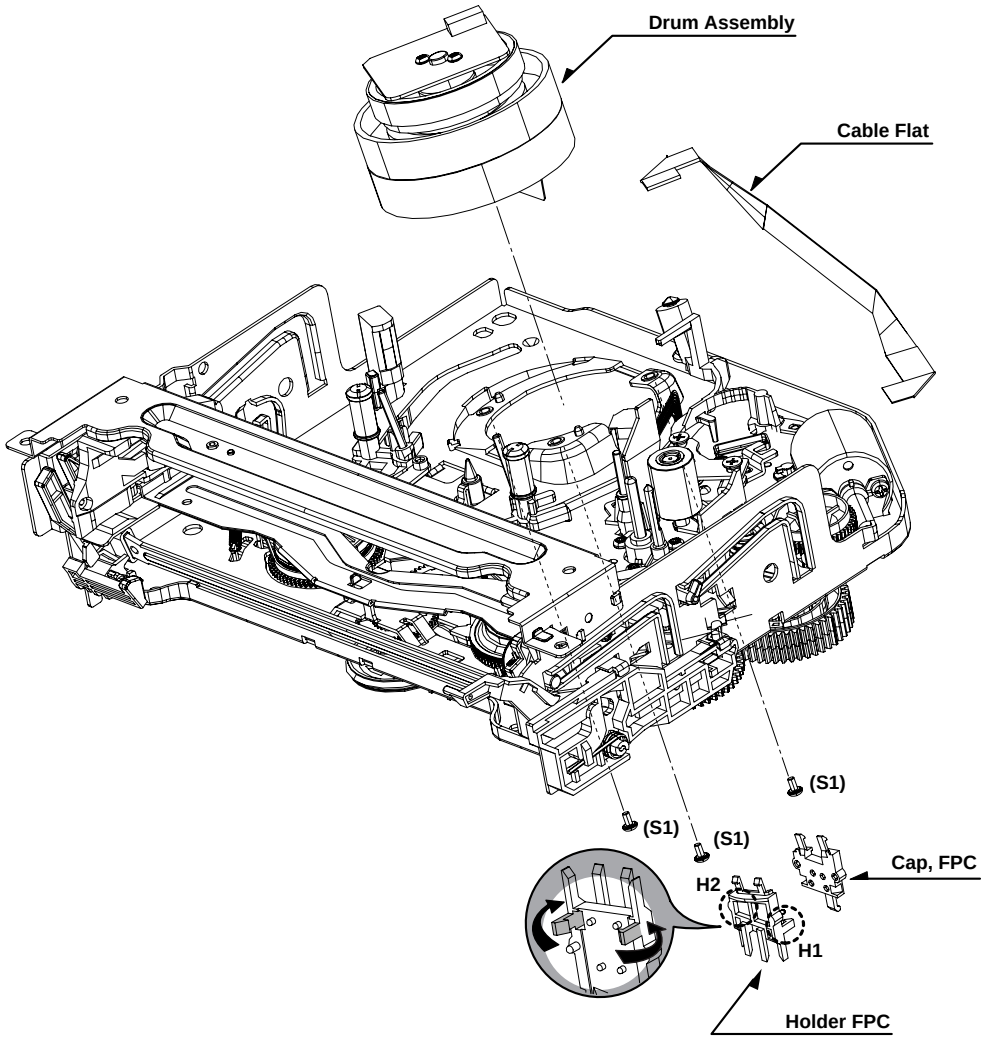

Fig. A-1
1. Disassembly of Drum Assembly (Figure A-1)